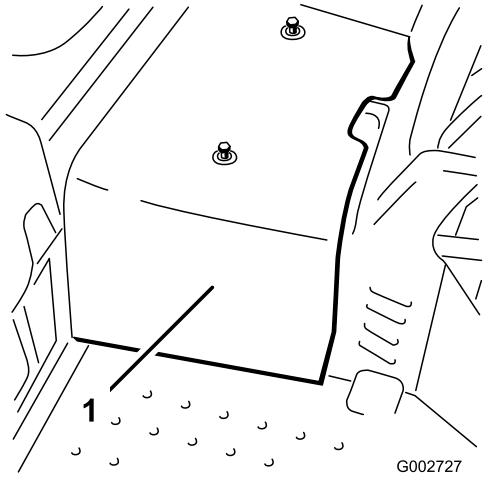

Figur 31
2. Ta bort de två skruvarna som fäster mittenkåpan vid maskinen och ta bort höljet (Figur 31).